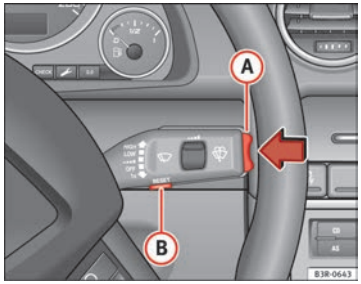

Fig. 58 Windscreen wiper lever: Function selector switch
– To change the speed limit, press the top or bottom of the function selector switch on the windscreen wiper lever (A) ⇒ Fig. 58. The speed limit displayed will then increase or decrease by 10 km/h at a time.
– Now press and hold the Reset button on the windscreen wiper lever (B) ⇒ Fig. 58 until the crossed out warning symbol for speed limit 2 appears on the display.